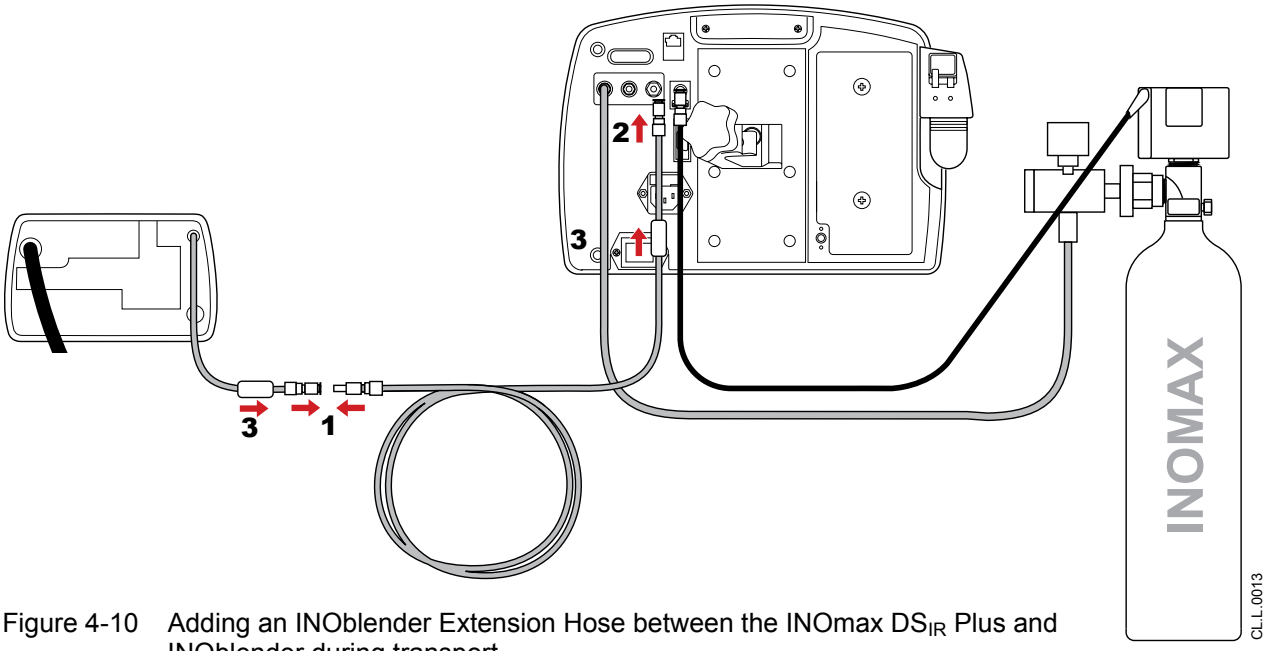

Figure 4-10 Adding an INOblender Extension Hose between the INOmax DS_{IR} Plus and INOblender during transport
To mount the INOblender away from the INOmax DS_{IR} Plus, an INOblender extension hose can be added between the INOmax DS_{IR} Plus and the INOblender. To add the extension hose, refer to Figure 4-10 and continue with the following steps.
1. Connect the male end of the extension hose to the INOblender inlet hose (**1**, Figure 4-10).